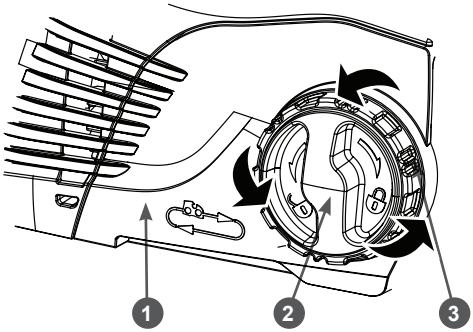

Рис. 2 Снятие крышки шины
3. Открутите гайку 2 крепления крышки шины (Рис. 2) против часовой стрелки и снимите крышку 1 шины с корпуса электропилы.
Для удаления провисания цепи вращайте колесо 3 (Рис. 2) механизма натяжения цепи по часовой стрелке. Для ослабления натяжения – в обратную сторону. После регулировки натяжения цепи затяните гайку крепления крышки, не прилагая при этом чрезмерных усилий.